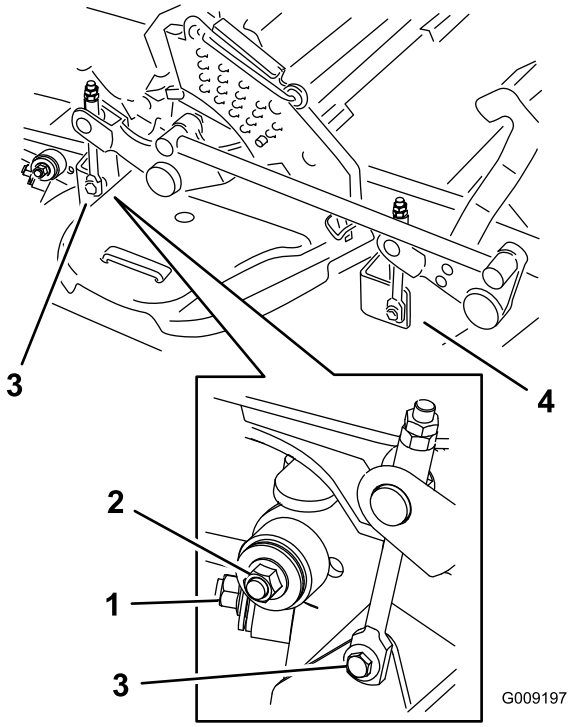

Figuur 99
8. Verwijder de bevestigingsmaterialen aan beide zijden van het maaidek zoals wordt getoond in Figuur 99 en bewaar deze materialen.